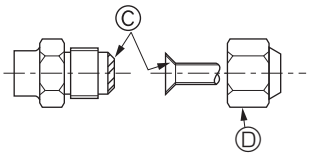

Fig. 4-5
Ⓐ (Fig. 4-5)
4.4. Connecting pipes (Fig. 4-4) (Fig. 4-5)
[Fig. 4-5]